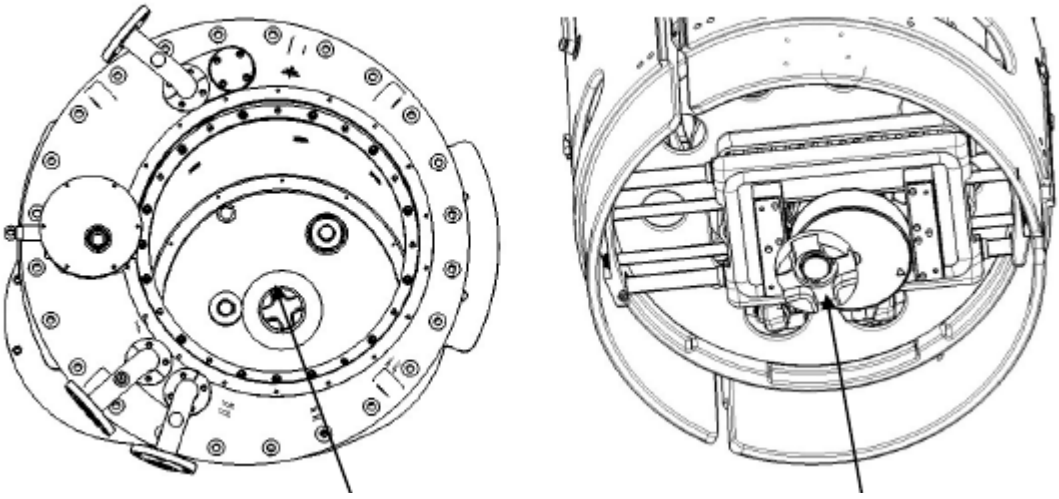

Рис. 18
1. При установке выемной части контактора необходимо обеспечить правильное положение избирателя ответвлений относительно соединительной детали дна цилиндра в настроенном положении. Для выравнивания необходимо использовать наконечник соединительной детали (см. рис. 18).